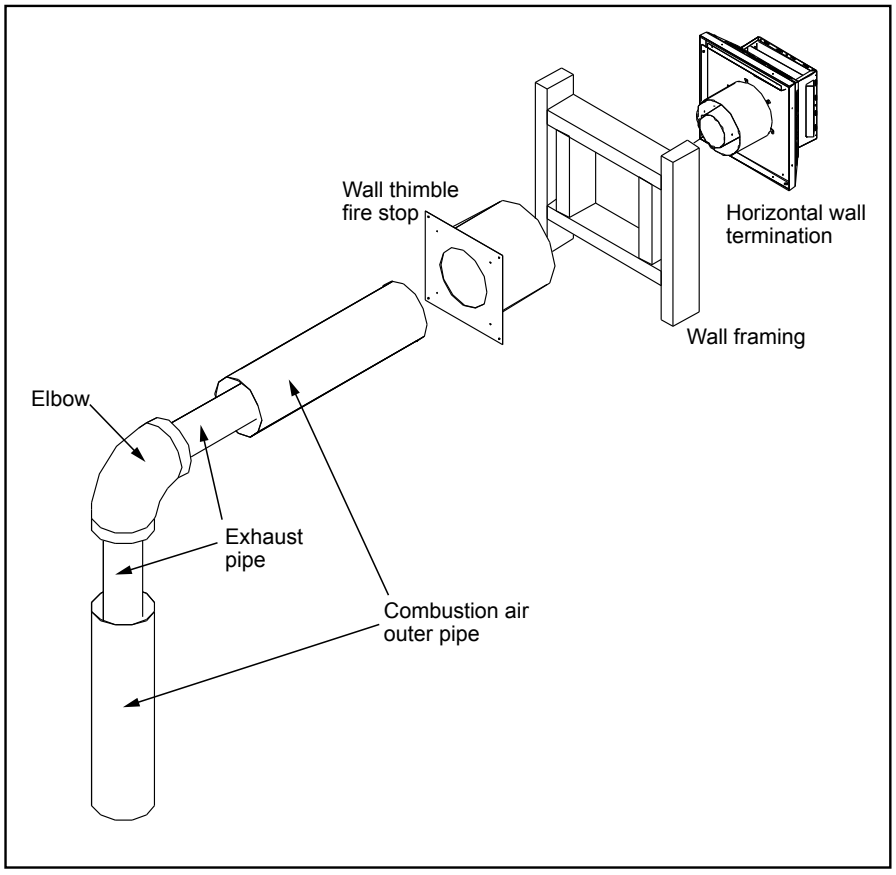

**Figure 28. Horizontal Vent Termination**
**Step 3.** With the pipe in the correct position and attached to the fireplace, mark the wall for a 10 inches (25.4 cm) x 10 inches (25.4 cm) square hole (see Figure 28). The center of the hole should match the center line of the horizontal pipe. Cut and frame the hole in the exterior wall where the vent will be terminated. If the wall being penetrated is made of a non-combustible material (i.e. masonry or concrete) a 7 inches (17.8 cm) hole is acceptable.
**Step 4.** With the hole now framed, the wall thimble installed, and the pipe extending into the wall, proceed to the outside. Attach the termination to the pipe using RTV and Mil-Pac or Rutland No 78 Stove and Gasket Cement to seal joints. The vent pipe must extend into the vent cap at least 1¼ inches (3.2 cm). Secure the connection between the vent cap and the pipe by attaching the two (2) sheet metal straps, which extend from the vent cap assembly to the outer wall of the vent pipe. Bend any remaining portion of the strap back towards the vent cap. Security Secure Vent uses a twist lock cap.